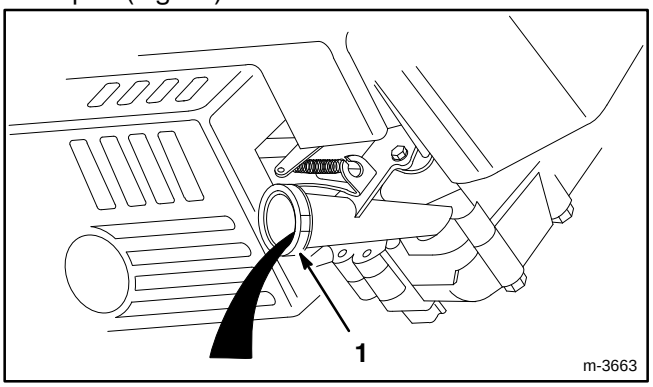

Figure 18
6. Tip mower on its left side, allowing oil to drain into drain pan (Fig. 18).